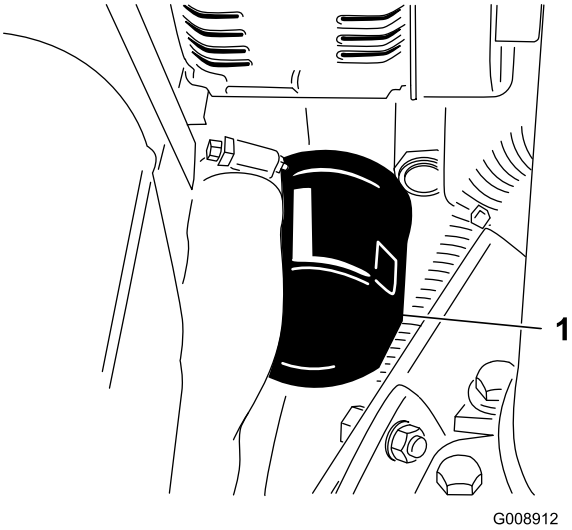

**Figuur 42**
3. Verwijder het oliefilter (Figuur 42).